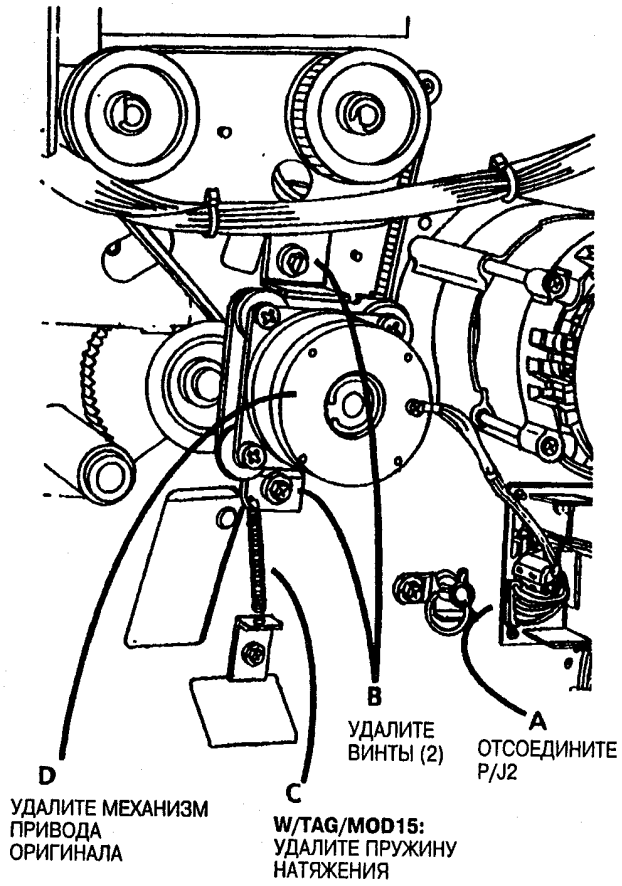

Рис. 1. Удалите механизм привода оригинала
3. (Рис. 1): Удалите механизм привода оригинала.